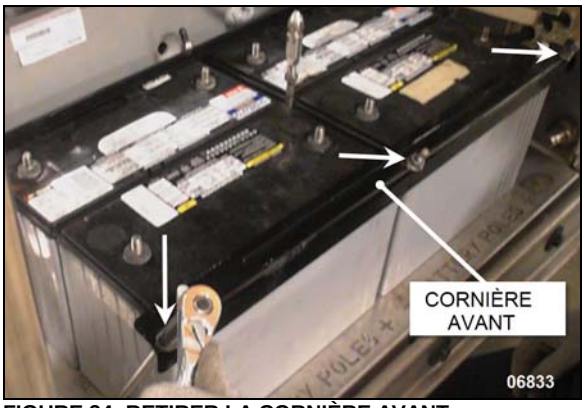

FIGURE 34: RETIRER LA CORNIÈRE AVANT
5. Dévisser les trois écrous (pointe d'une flèche) et retirer la cornière avant (FIGURE 34).